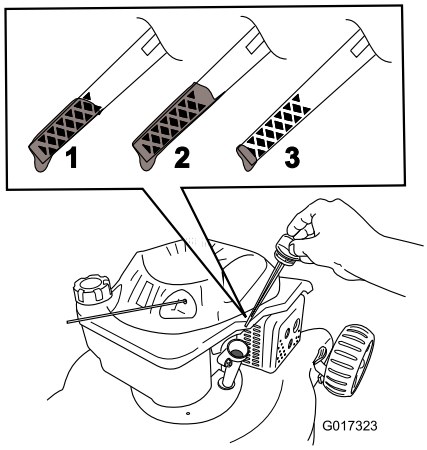

Figur 10
2. Ta ut oljestickan (Figur 10).
3. Fyll **långsamt** på olja i påfyllningsröret tills nivån når markeringen **Full** på oljestickan (Figur 10). **Fyll inte på för mycket.** Maximal påfyllning: 0,59 l, typ: SAE 30 eller SAE 10W-30 renad fordonsolja med API-klassificering SF, SG, SH, SJ, SL eller högre.
1. Ta ut oljestickan, torka av den och sätt sedan tillbaka den ordentligt (Figur 10).
2. Ta ut oljestickan och kontrollera oljenivån (Figur 10). Om oljenivån är under markeringen **Add** på oljestickan, fyller du **långsamt** på olja i påfyllningsröret så att nivån höjs till markeringen **Full**. **Fyll inte på för mycket.** (Maximal påfyllning: 0,59 l, typ: SAE 30 eller SAE 10W-30 renad fordonsolja med API-klassificering SF, SG, SH, SJ, SL eller högre.)